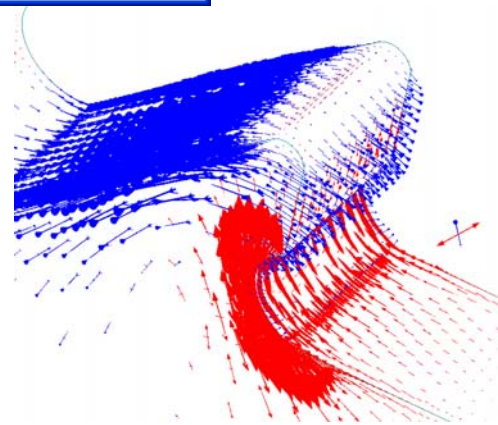

Figure 36. Visualization of the vector components of ***STRESS***
11. Now select the **All** component from the **Stresses** result. Click **Apply**; the result is shown in Figure 36.